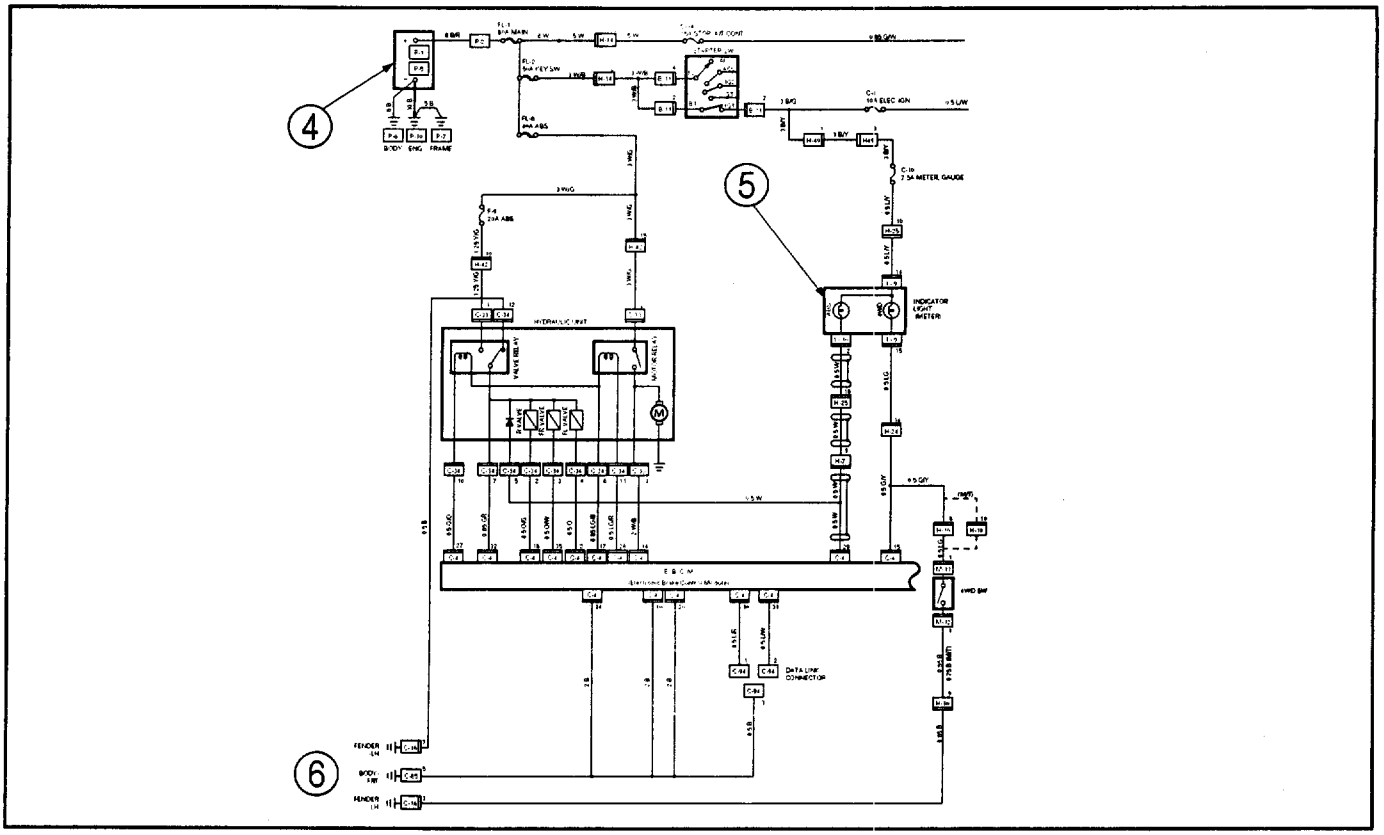

Fig. 8-41
CIRCUIT DIAGRAM: The circuit diagram shows the power supply ④ the load or loads ⑤ and the grounding point(s) ⑥ (Fig. 8-41).